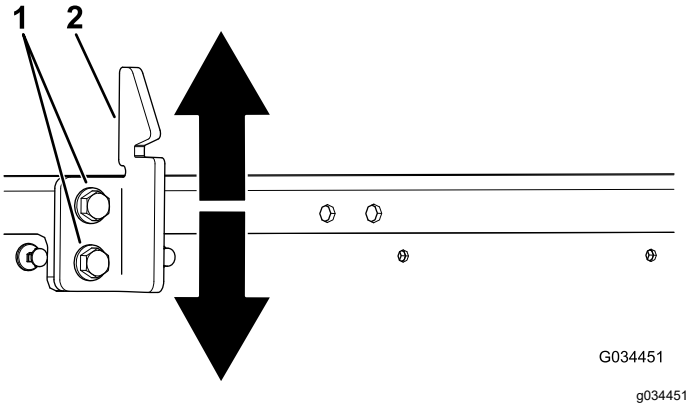

Figuur 55
3. Zet de 2 bouten op het stootvlak van de laadbakgrendel los en zet het stootvlak zoals vereist naar boven of naar beneden (Figuur 55).
4. Draai de 2 bouten van het stootvlak van de laadbakgrendel vast (Figuur 55).